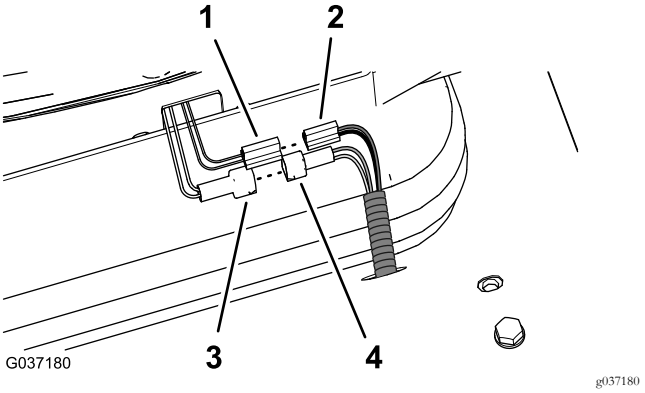
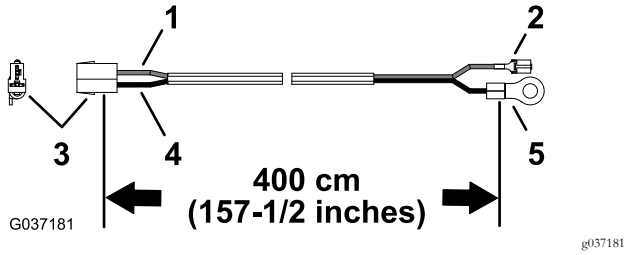

Figura 30
Figura 31
2. Ligue ao conetor do interruptor do banco (fios amarelo e cinzento) ao conetor da cablagem da máquina (Figura 30).
3. Localize a cablagem de 400 cm (com terminal de anel) como se mostra na Figura 31.
5. Ligue o conetor de duas lâminas da suspensão pneumática ao conetor de duas tomadas (fios preto e vermelho) da cablagem do kit de 400 cm (Figura 30 e Figura 31).